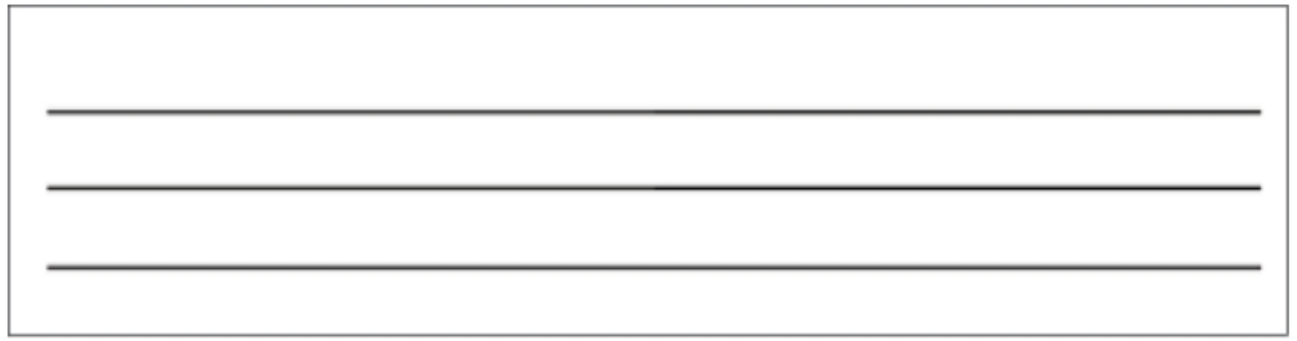

Figure-7. Wire bus created
- Click in the drawing area to specify the end point; refer to Figure-7.